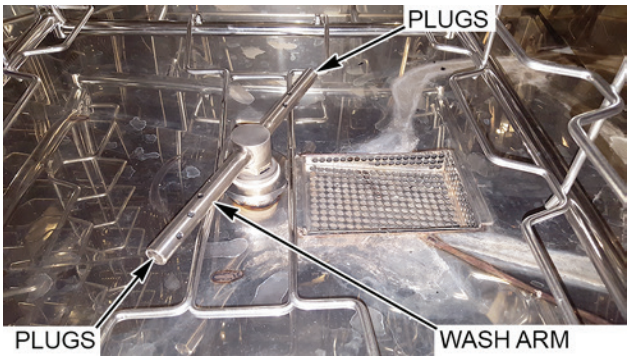

Fig. 85
1. Remove the plugs (Fig. 85) from the end of the wash arm using a flathead screwdriver.